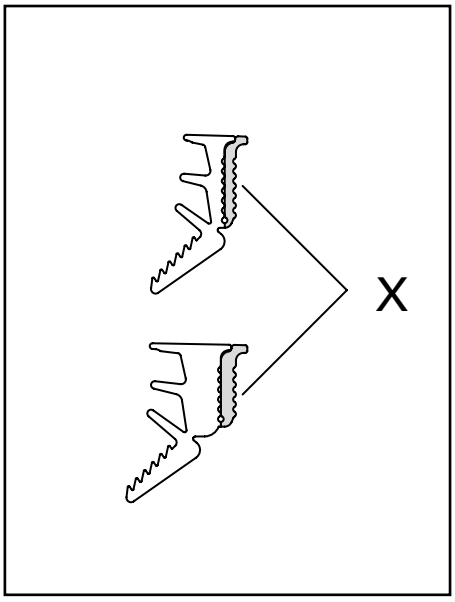

Abb. 18 / Fig. 18 / Fig. 18
- Je nach Fugenbreite Zusatzlappen X vorgängig abreissen (Abb. 18)
- En fonction de la largeur du jeu, découper précédemment la lèvre complémentaire X (fig. 18).)
- Depending on the gap width, tear off additional lip X in advance (fig. 18)